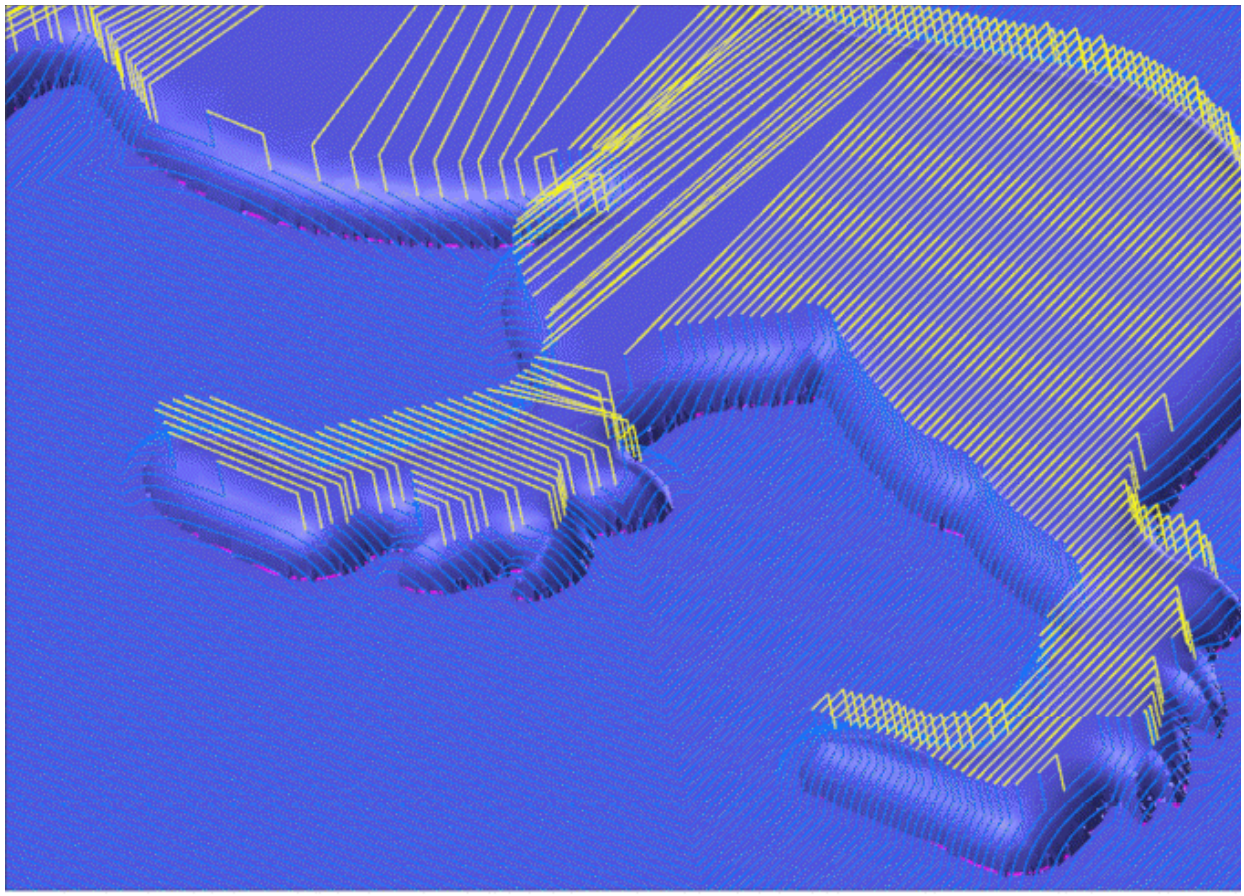

Figure-49. Toolpath generated for Art
- Set the other parameters as discussed in previous chapters and click on the **OK** button from the dialog box. The toolpath will be generated; refer to Figure-49. You can modify the parameters of toolpath by using options in the **Toolpaths Manager**.